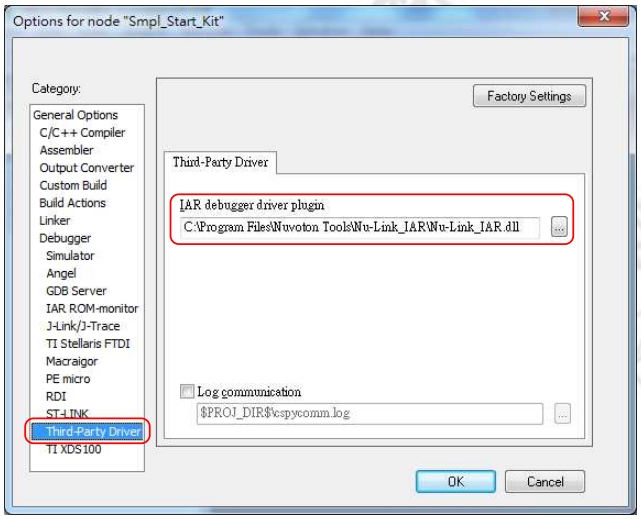

Figure 4-18 Set the Path of the IAR EWARM Debugger Driver Plugin
Step 7: In the **Third-Party Driver** page, specify the path of the IAR debugger driver plugin "*C:\Program Files\Nuvoton Tools\Nu-Link_IAR\Nu-Link_IAR.dll*", as shown in Figure 4-18.